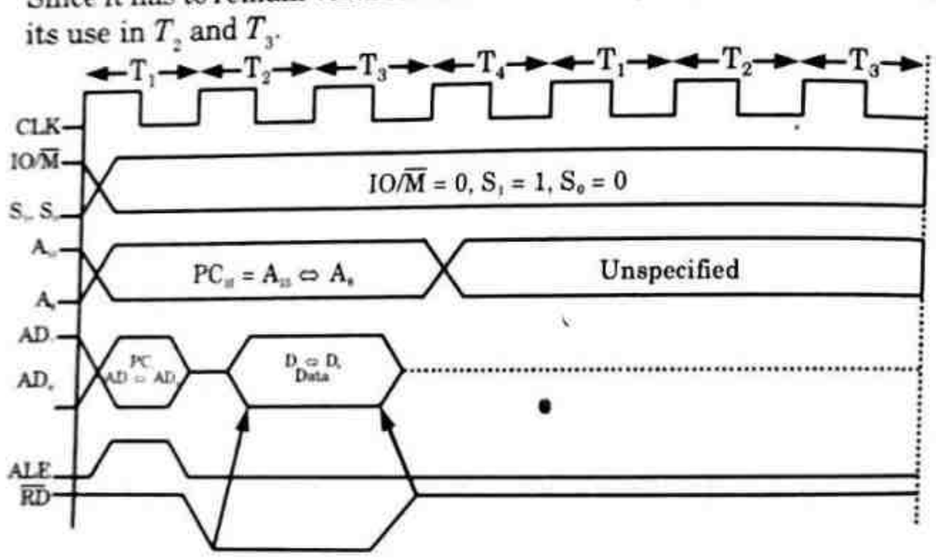
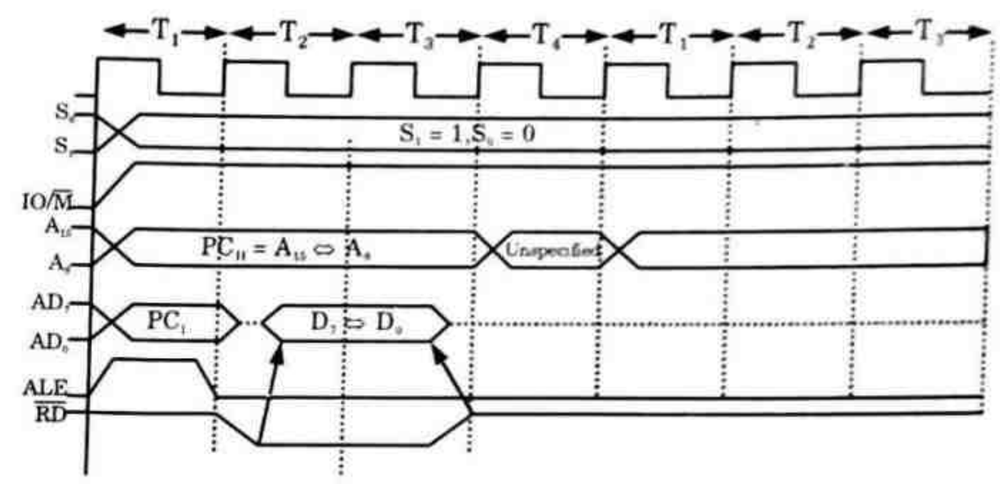

Fig. 2.8.1. Memory read timing diagram.
Fig. 2.8.2. I/O read timing diagram.
2. The timing diagram for $IO/\overline{M}$ read are shown in Fig. 2.8.1 and Fig. 2.8.2. $A_{15} \Leftrightarrow A_8$ remains valid in T_1, T_2 and T_3 *i.e.*, duration of the bus cycle, but $AD_7 \Leftrightarrow AD_0$ remains valid only in T_1.